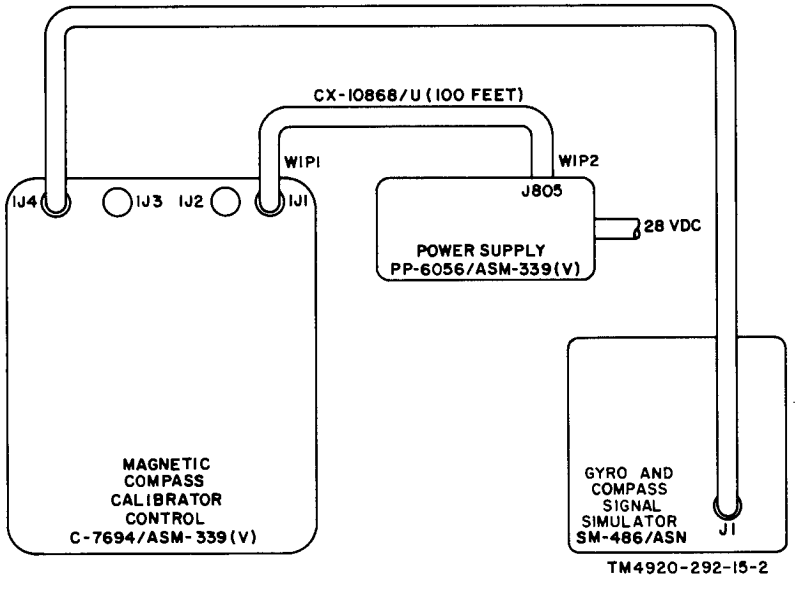

Figure 11-2. Test setup for .400-cycle accuracy and repeatability test.
c. Connect the equipment as shown in figure 11-2.